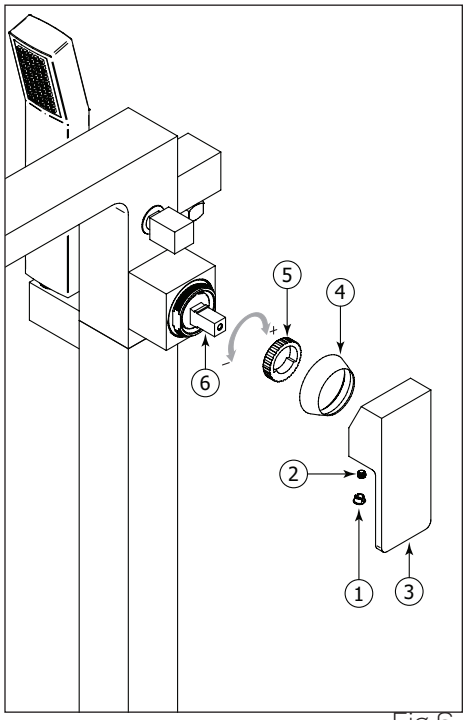

Fig.6
The highest temperature needs to be set at or under 120°F (49°C). It can be adjusted as follow: Remove the decorative cap (1), the set screw (2), the handle (3) and the dome cap (4) (Fig.6). Pull out the temperature limiting ring (5) from the cartridge (6). Gradually rotate it to the left to lower the highest temperature setting or towards the right to increase it.
La température maximum doit être réglée à 120 ° F (49 ° C) ou moins. Pour l'ajuster il faut: Retirer le cache-vis (1), la vis de retenue (2), la poignée (3) ainsi que le capuchon en dôme (4) (Fig.6). Ensuite, retirer la bague de limite de température (5) de la cartouche (6). Tourner l'anneau graduellement vers la gauche pour diminuer la température maximale et vers la droite pour l'augmenter.